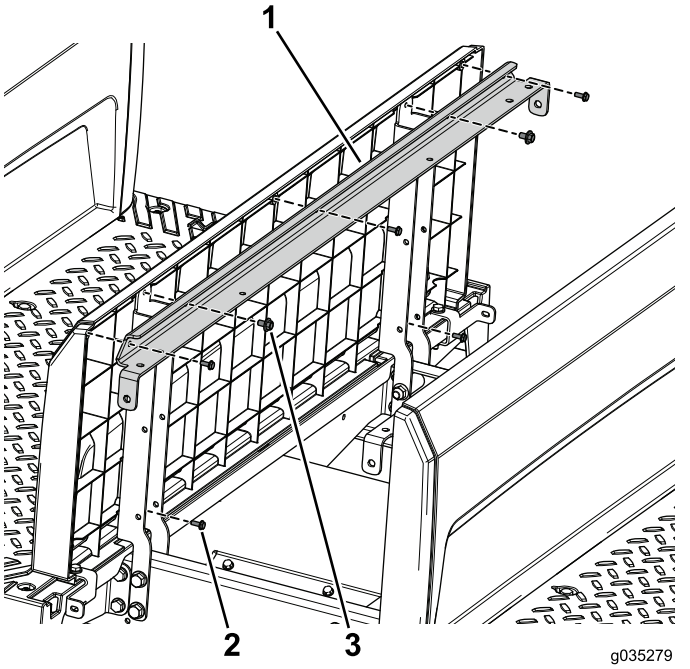

Figur 93
3. Bruk de to boltene med skiveenhetene (1/4 x 1/2 tomme) til å feste den vinklede støttebraketten og setebasepanelet til den venstre og høyre setestøtten (Figur 93).
4. Bruk de fem skruene (nr. 10 x 1/2 tomme) til å feste bakpanelet til den vinklede støttebraketten og setestøttene (Figur 93).